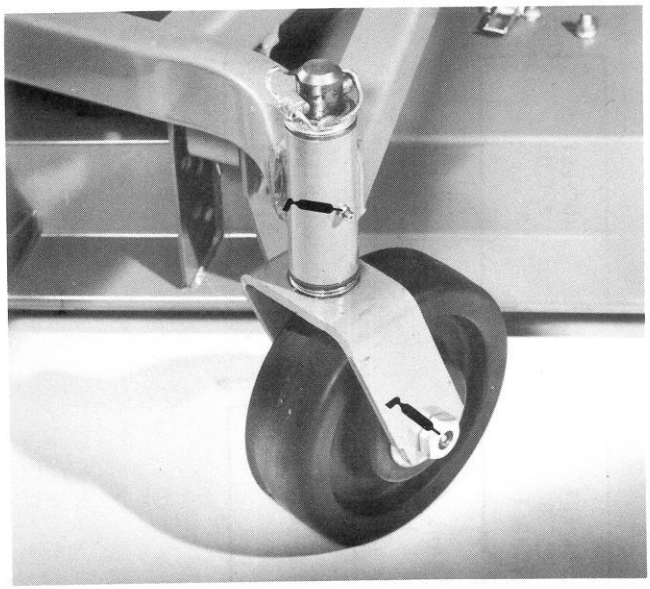
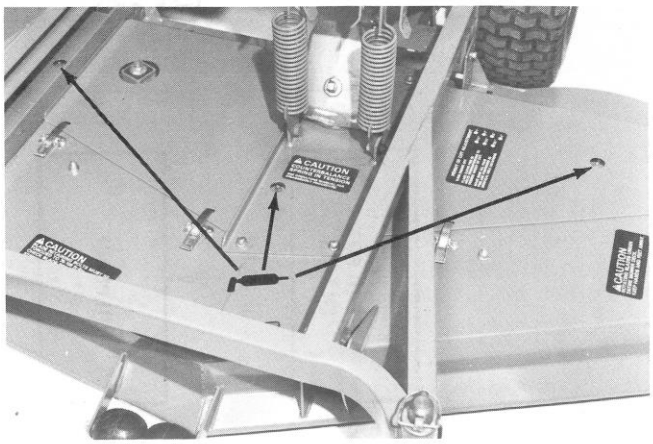
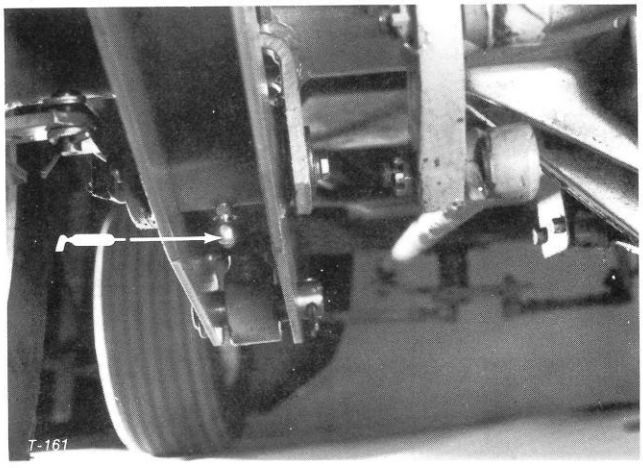

Figure 21
Figure 22
Figure 24
1. The cutting unit has bearings and bushings that must be lubricated, and these lubrication points are: caster spindle bushings (Fig. 21); castor wheel bearings (Fig. 21); blade spindle bearings (Fig. 22) and cutting unit frame pivot bushings (Fig. 24).
2. Lower cutting unit so castor wheels are on a level surface. Be sure all height-of-cut pins are in the same hole locations. Remove filler plug (Fig. 21) from gear box and check level of lubricant. If level of lubricant is low, add SAE 10W-40 or 10W-30 SF engine oil until level is up to bottom of filler hole. Wipe any metal particles off filler plug and install filler plug.